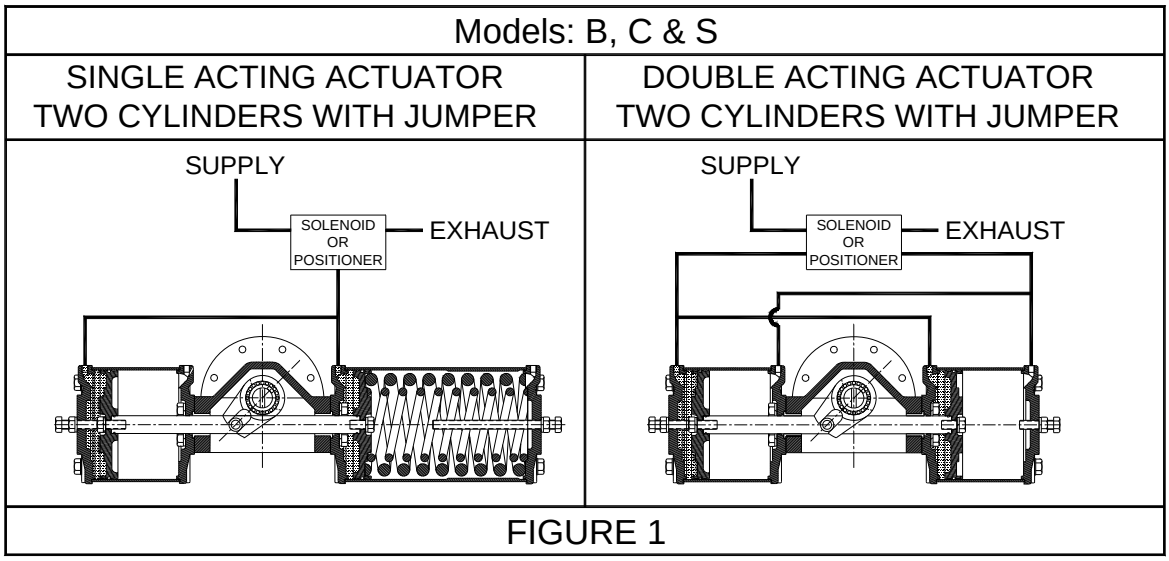

FIGURE 1
F. Tubing Connections – some models utilize two pistons for added power. Spring return (single acting) dual cylinders designs require one "jumper" to make the supply port common on both pistons. Double acting (air to air) dual cylinder designs require two "jumpers." See FIGURE 1 for typical arrangement.